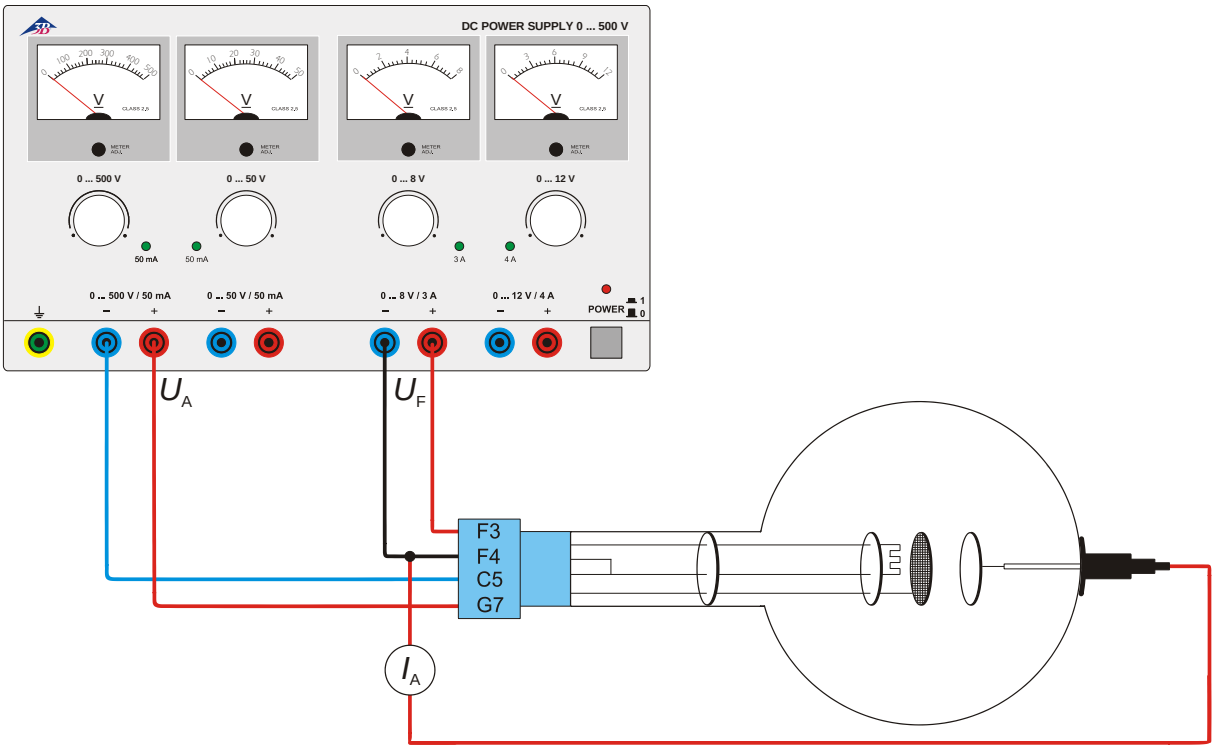

Fig. 3 Erzeugung von Kathodenstrahlen
- Schaltung gemäß Fig. 3 vornehmen, so dass Gitter und Kathode eine Diode repräsentieren.